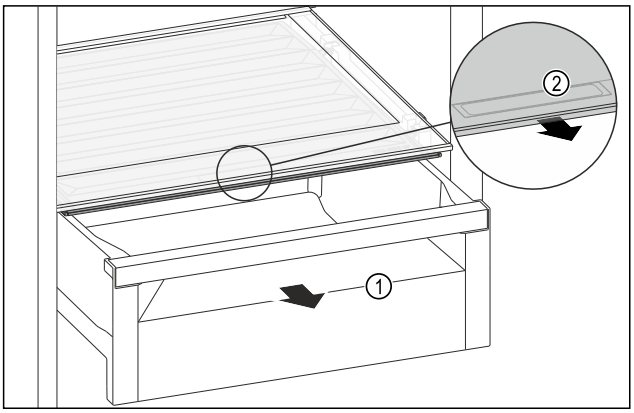

Fig. 66
▶ Extrageți sertarul *Fig. 66 (1)*.
▶ Prindeți mânerul încastrat *Fig. 66 (2)* de la capacul compartimentului și trageți concomitent capacul compartimentului spre partea frontală.